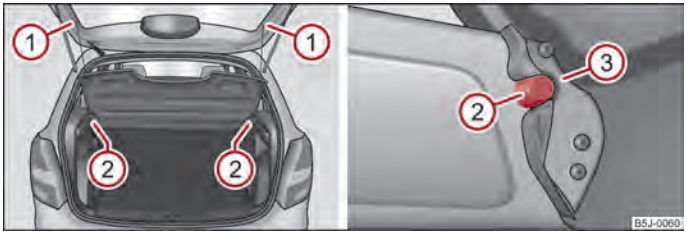

Fig. 47 Smontaggio / montaggio della cappelliera ▶
– Disimpegnare i nastri di fissaggio ① ⇒ fig. 47.
– Estrarre la cappelliera dai supporti mediante leggeri colpi sul lato inferiore della copertura nella zona tra i supporti ②.
– Per il rimontaggio posizionare la copertura sulle superfici di appoggio del rivestimento laterale e posizionare gli alloggiamenti sulla copertura ③ attraverso i supporti ② sul rivestimento laterale.
– Agganciare i nastri di fissaggio al portellone bagagliaio ①.